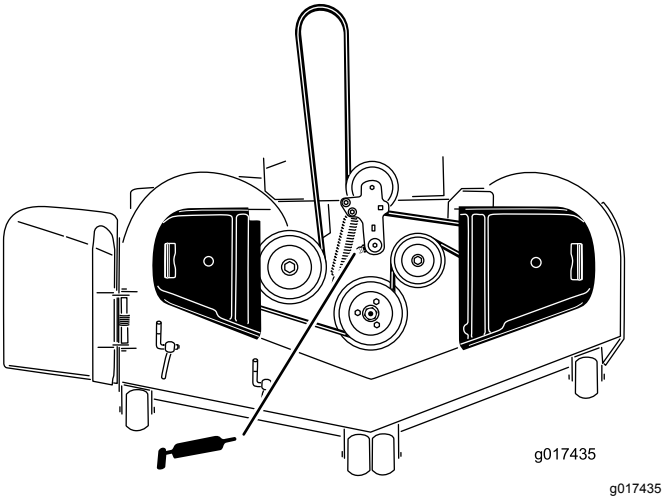

**Figur 38**
3. Smør drejeleddet på plæneklipperskjoldets styreremskive, indtil der kommer fedt ud af bunden (Figur 38).